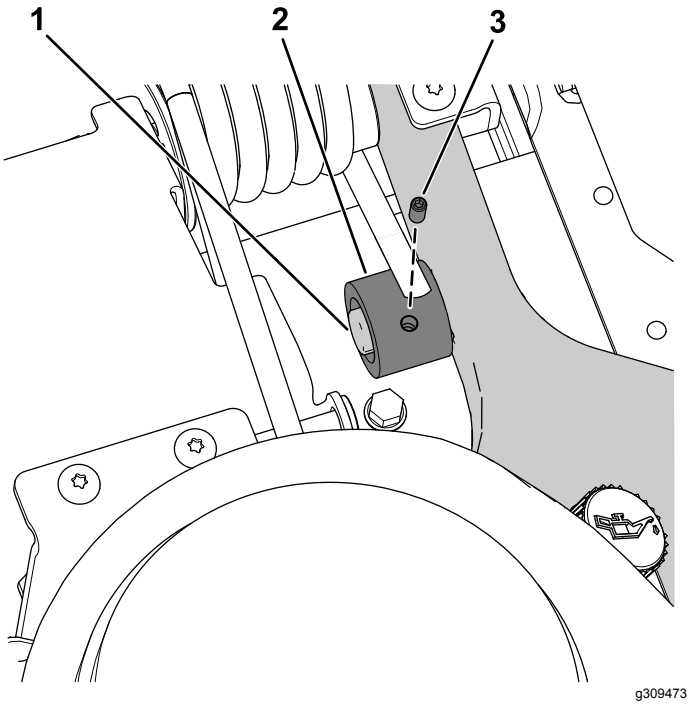

Figura 4
5. Sujete el espaciador del muelle a la clavija del brazo de suspensión usando el tornillo de fijación (Figura 4).